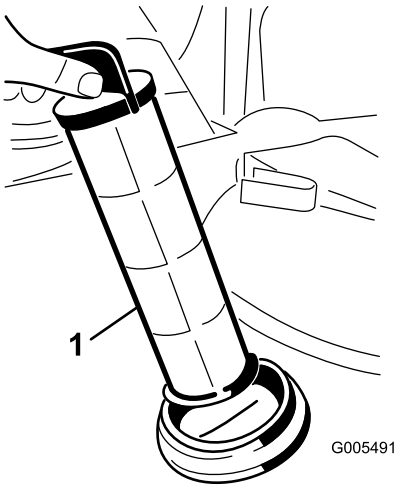

Figur 62
4. Trekk sugefilteret ut av hullet (Figur 62).